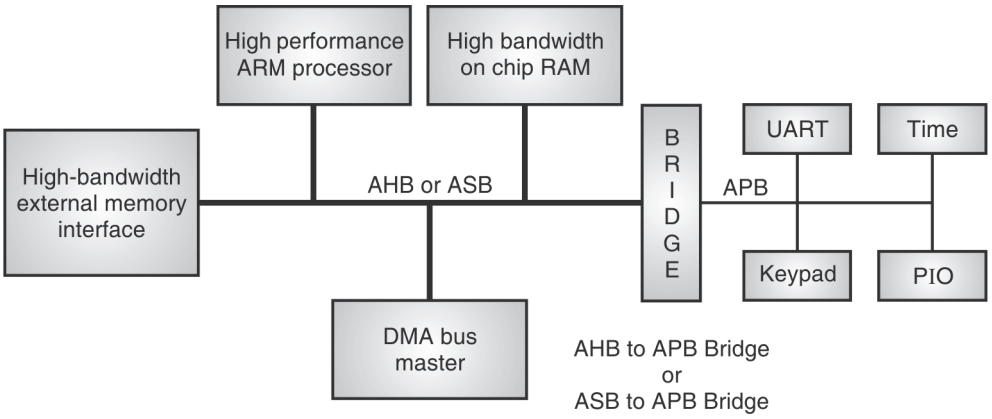

Fig. 6.1.1: Typical AMBA based microcontroller
- This bus provides a high-bandwidth interface between the elements that are involved in the majority of transfers. Also located on the high-performance bus is a bridge to the lower bandwidth APB, where most of the peripheral devices in the system are located as shown in the Fig. 6.1.1